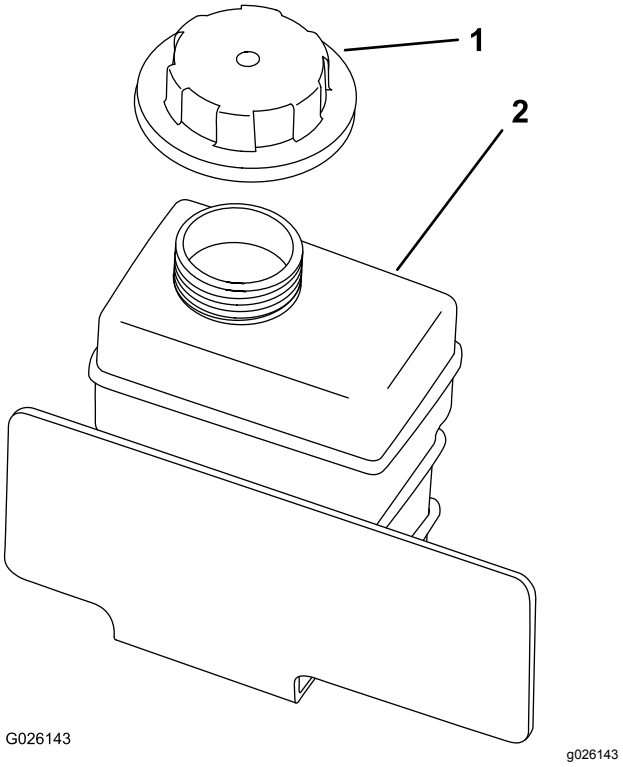

図 51
4. 補助タンクにあるラジエター液の量を点検する(図 51)。